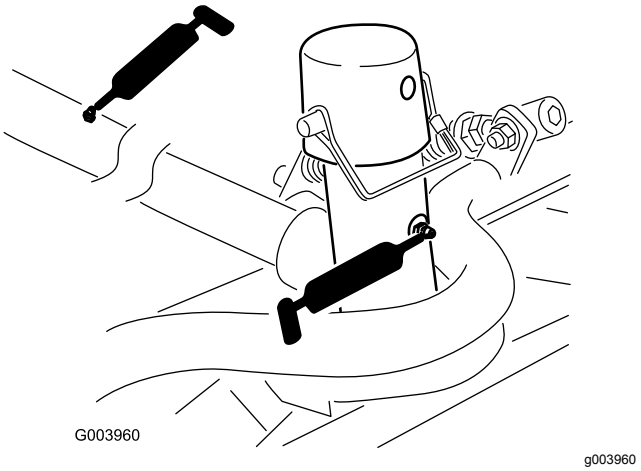

Figur 65
- Klippeenhedernes bæreramme og drejetap (2 hver) (Figur 65)